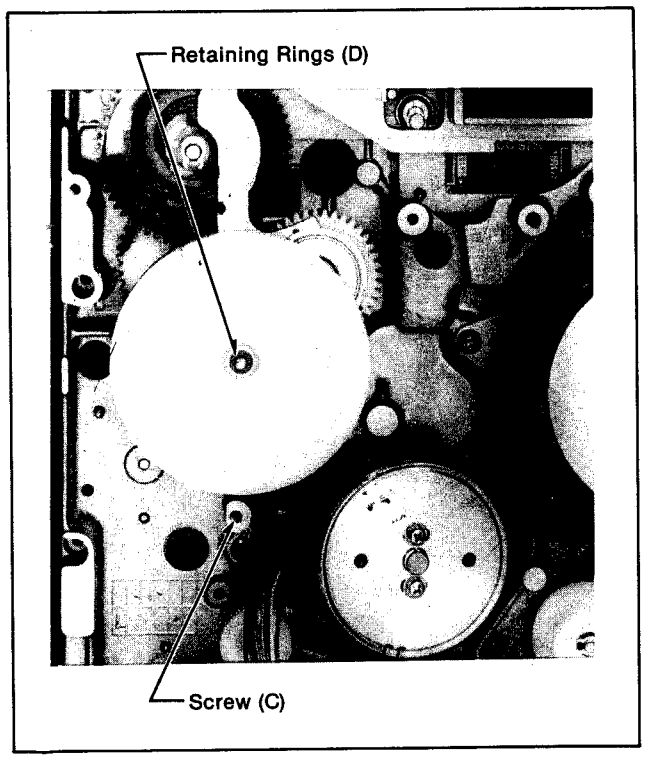

Figure M37 Large Pulley Belt Cover
To remove the large pulley, unscrew the 1 screw (C) (Figure M37) and remove the 2 retaining rings (D), and remove the large pulley.